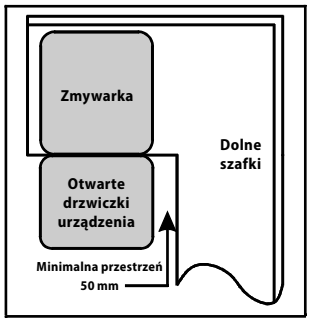

Rys. 14
- Jeżeli zmywarka jest zainstalowana w rogu dolnych szafek, należy pozostawić wokół otwartych drzwiczek zmywarki przestrzeń co najmniej 50 mm (Rys. 14).